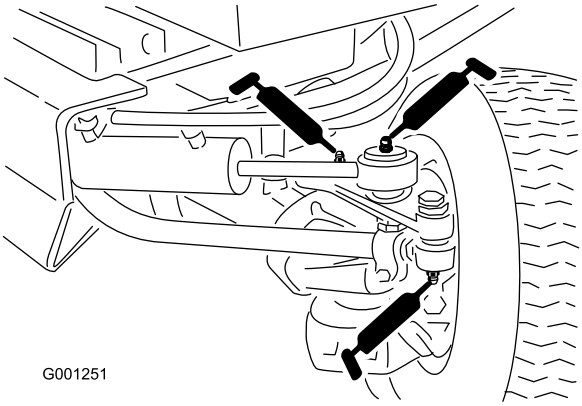

Figuur 44
- Trekstangeinden (2) (Figuur 44)
- Cilinderstangeinden (2) (Figuur 44)
- Draaipunten van besturing (2) (Figuur 44)
- Draaipen van as (Figuur 44)